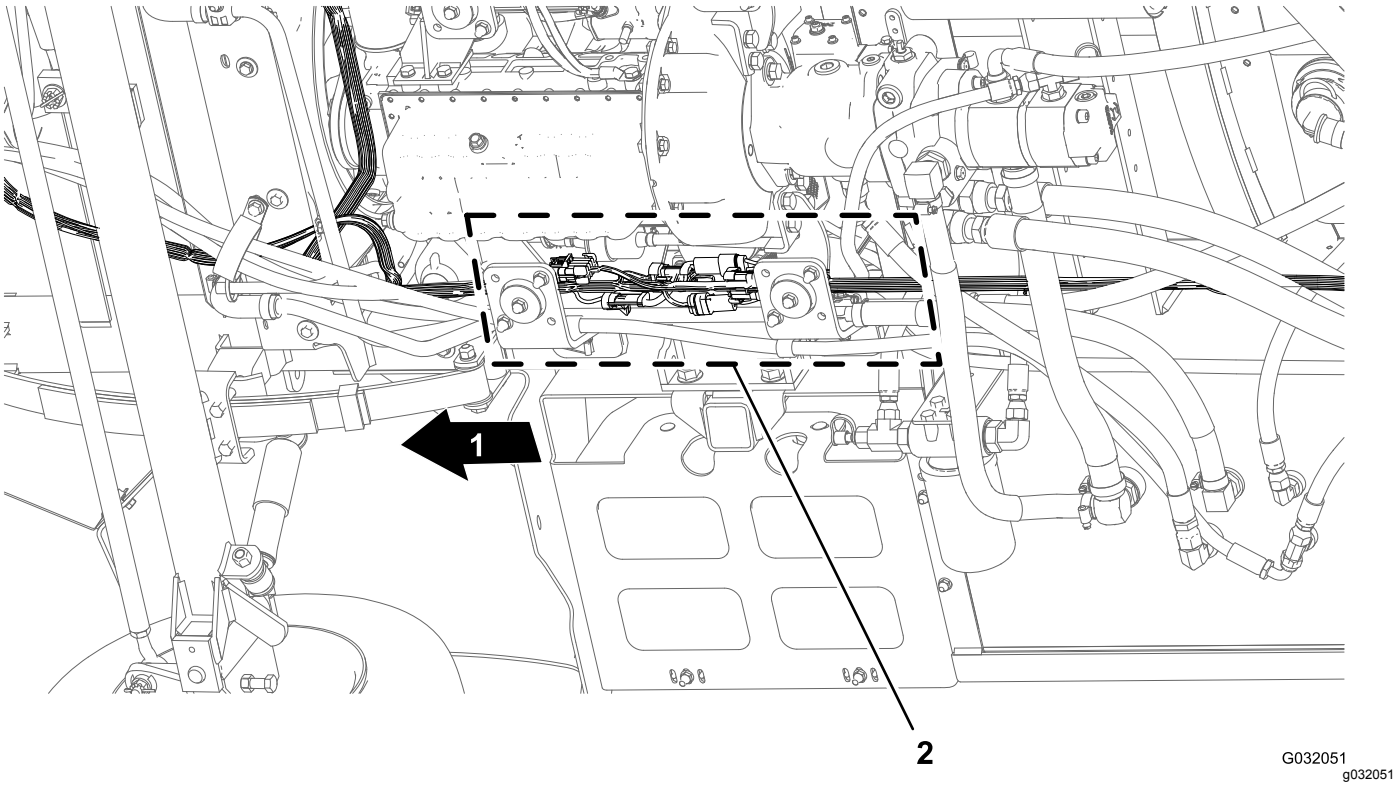

Figur 46
1. Fra undersiden av maskinen langs høyre rammerør, finn de elektriske koblingene for maskinens fremre og bakre ledningssats (Figur 46).